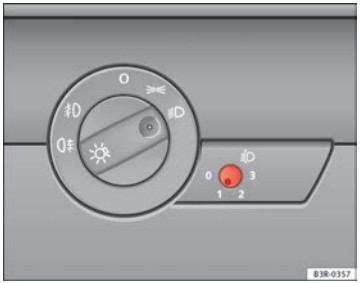

Fig. 87 Headlight range control
– Briefly press the knob ⇒ Fig. 87 to release it from its set position.